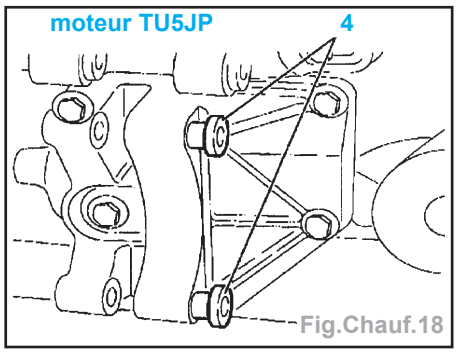
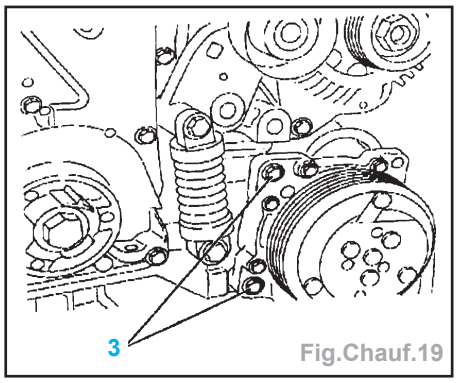

Fig.Chauf.18
Fig.Chauf.19
- moteur TU5JP (Fig.Chauf.18).
- Repousser légèrement les goupilles (4) dans leur logement.
Nota : Commencer par serrer les vis AV (3) (Fig.Chauf.19).